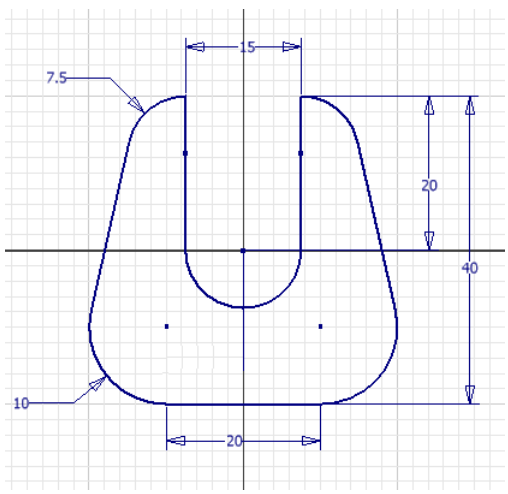

Figure 3-61 *Dimensioned sketch for Tutorial 3*
b. Invoke the Sketching environment and add the required dimensions and constraints to the outer loop, refer to Figure 3-61.
With this, all the dimensions have been applied to the sketch, refer to Figure 3-61, except the horizontal dimension between the center points of arcs 4 and 6 or arcs 8 and 6. The need of these dimensions depends on the constraints and dimensions assumed while drawing the sketch. If the sketch gets over-constrained, the **Autodesk Inventor Professional** message box is displayed. Choose **Cancel** from the message box. In this case, the dimension has already been assumed.